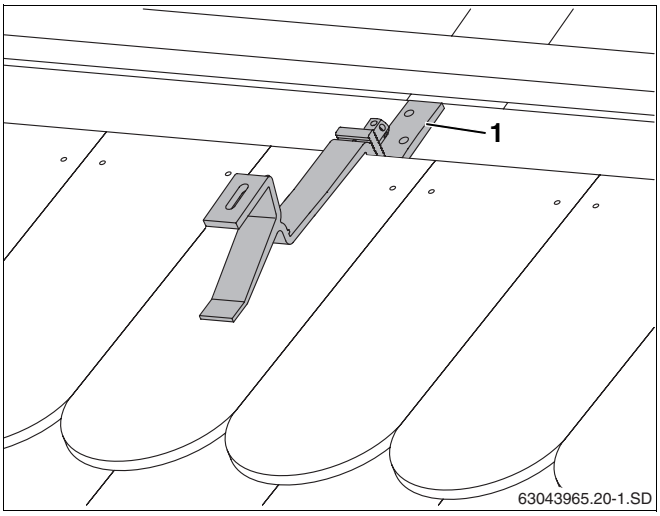

Rys. 18 Zamontowany hak dachowy
- Przesunąć dolną część haka dachowego, tak aby przylegała ona do krokwi lub do deski/belki (rys. 18, **poz. 1**).